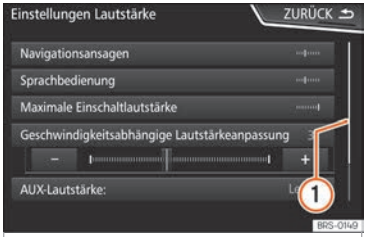

Abb. 164 Listeneinträge eines Einstellungsmenüs. »
Auf der rechten Seite befindet sich die Scroll-Leiste, deren Größe von der Anzahl der Listeneinträge abhängt ››› **Abb. 164** ①.